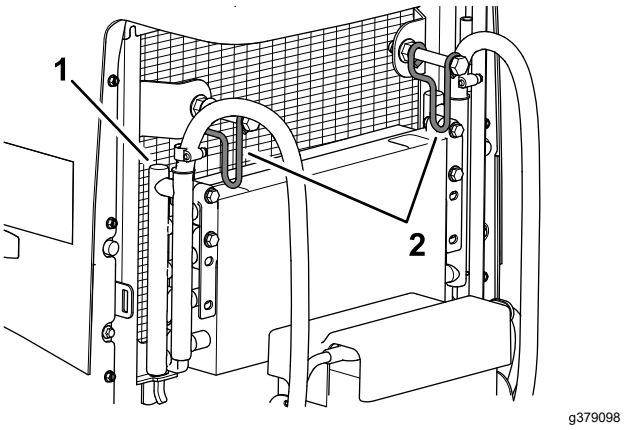

Figur 110
7. Drej de 2 oliekølerlåsehåndtag indad, og vip oliekøleren (Figur 110).